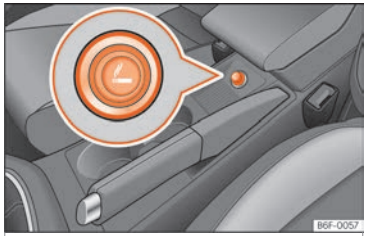

Fig. 161 Isqueiro.
– Pressionar o isqueiro ››› Fig. 161 para o ativar ››› ⚠.